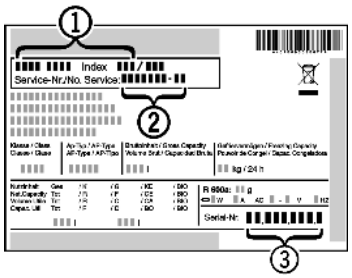

Fig. 38
- ▶ Read the appliance designation *Fig. 38 (1)*, service No. *Fig. 38 (2)* and serial No. *Fig. 38 (3)* off the type plate located inside the appliance on the left-hand side.
- ▶ Notify the customer service, specifying the fault, appliance designation *Fig. 38 (1)*, service No. *Fig. 38 (2)* and serial No. *Fig. 38 (3)*.